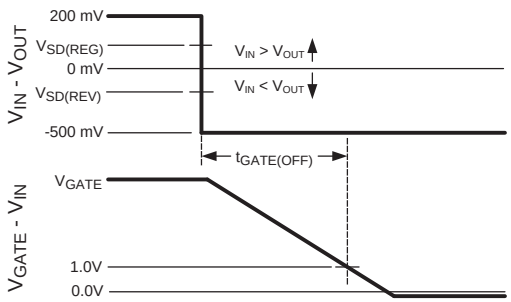

Figure 4. Gate Off Timing for Forward to Reverse Transition
(1) Measurement of V_{GS} voltage (i.e. V_{GATE} - V_{IN}) includes 1 MΩ in parallel with C_{GATE}
(2) Time from V_{IN}-V_{OUT} voltage transition from 200mV to -500mV until GATE pin voltage falls to V_{IN} + 1V. See Figure 4